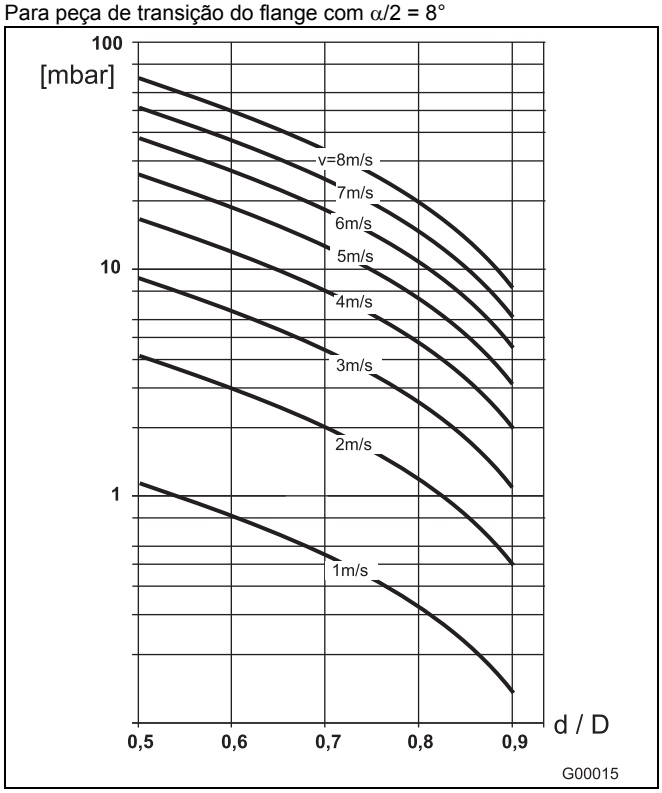

Fig. 20
2. Consultar a velocidade de fluxo do nomograma de débito (Fig. 20).
3. Ler a perda de pressão na Fig. 20 no eixo Y.